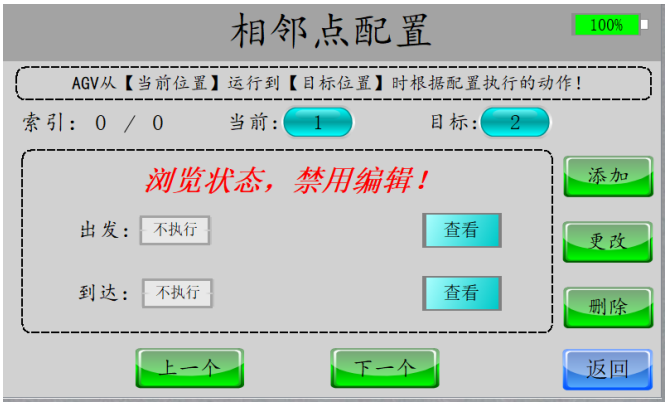

图 4-24 相邻点配置界面
1、 依次点击**“触摸屏”**上的**“地图编辑”**->**“相邻点配置”**则会进入到如“图 4-24”的界面。